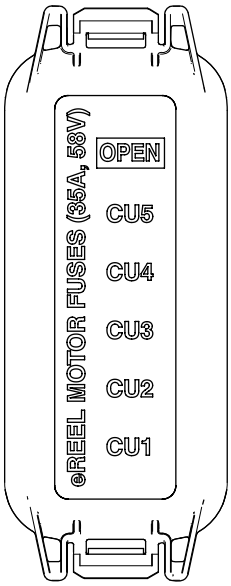

Figuur 106
2. Ontgrendel de stoelbasis, kantel de stoelbasis open, en ondersteun deze met de steunstangen (Figuur 106).